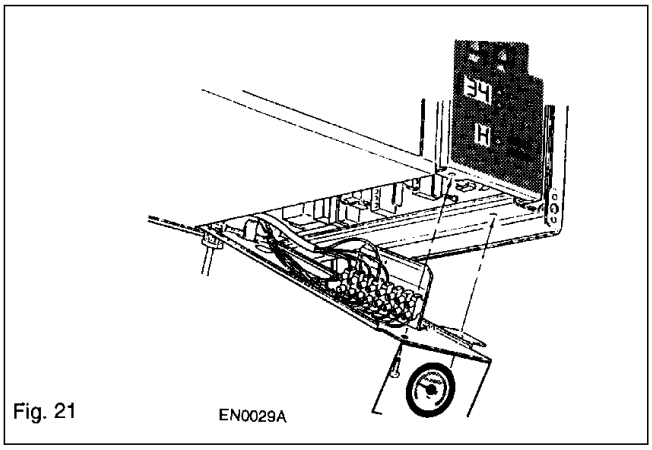

Fig. 21
b) Remove screw retaining access door on under side of boiler. Fig. 21.
c) Remove screw retaining control front panel and tray. Fig. 21.